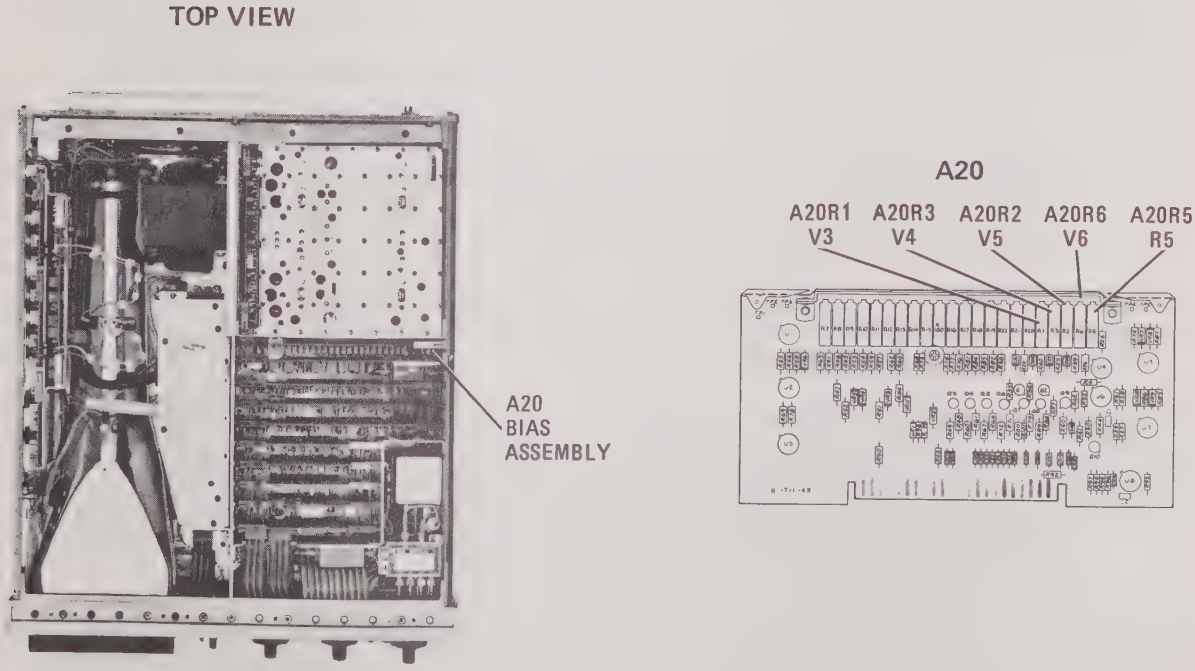

Figure 5-49. Preliminary Bias Adjustment Locations
e. Adjust A20R3 V4 (Figure 5-49) over full range and note position for minimum ripple on CRT trace. Set A20R3 V4 for minimum ripple.